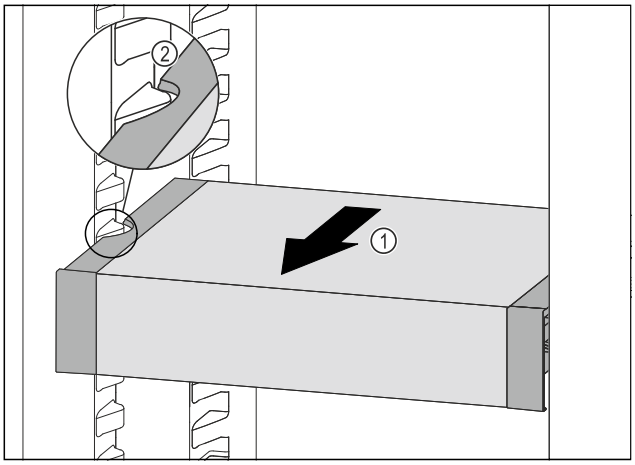

Fig. 138
▶ VarioSafe nach vorne ziehen *Fig. 138 (1)*, bis sich die seitlichen Aussparungen des VarioSafes auf Höhe der Behälterrippe im Kühlteil befinden. *Fig. 138 (2)*